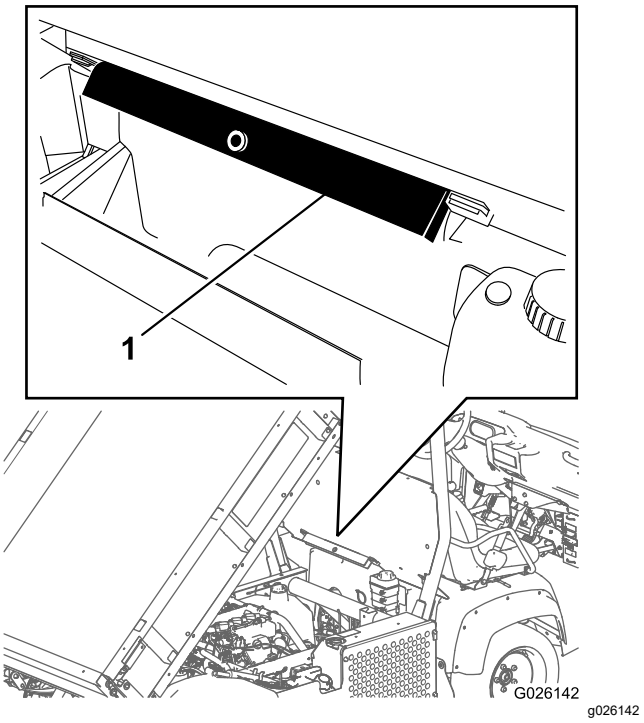

**Figura 21**
2. Retire el soporte de la plataforma de los soportes de almacenamiento situados en la parte trasera del panel del ROPS (Figura 21).